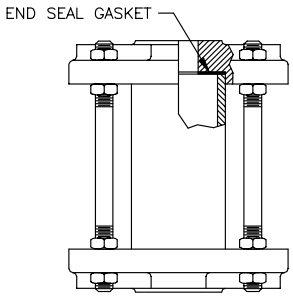

Figure 2
1. End seal type gaskets are used on Styles 805-S, 830-F, and 850-S. *See Figure 2*.
B. **Flat glass units - 90, 100, 200, 300, 400, 608, 910, 935, 960, and all sight windows** may, be disassembled and reassembled in their installed position. Note that model numbers are core model numbers. The following applies to all variations, -F, -FA, -HP, -HPA, -PFA, -SFA, -TFE, -SJ, etceteras. An example of a flat glass seal is shown in *Figure 2*.
e) Torque the outer nuts to the values shown in Table 1 in small increments. When the proper value is achieved, pull the jam nuts (inner nuts) tight against the heads. Units of this type are shown in *Figure 2*.